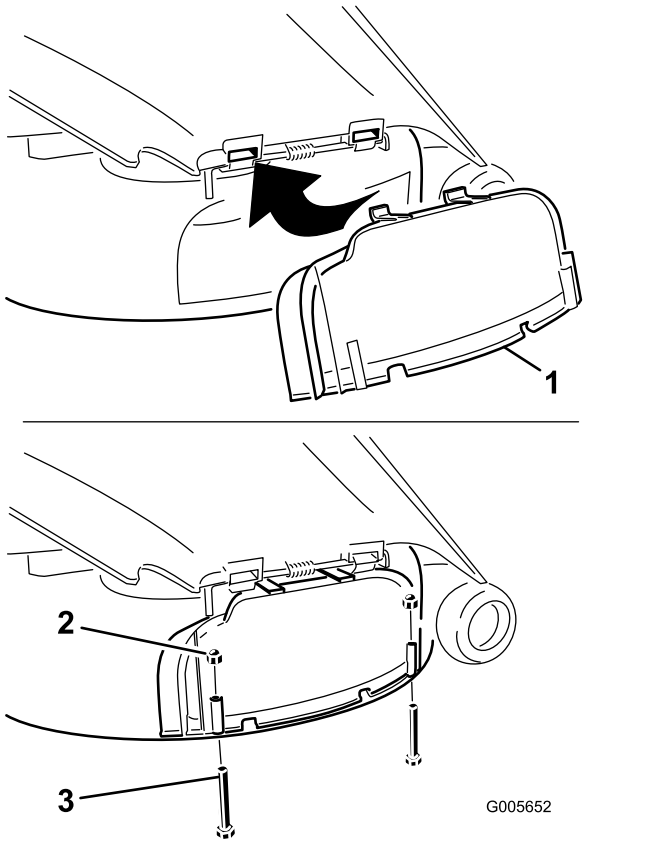

Figuur 16
5. Draai de afvoerafsluiter naar beneden op de opening en op de onderste lip van het maaidek (Figuur 16).
6. Zet de uitworpafsluiter vast aan de onderste lip van het maaidek met twee bouten (¼ x 2½") en twee dopmoeren (¼") zoals getoond in Figuur 16.